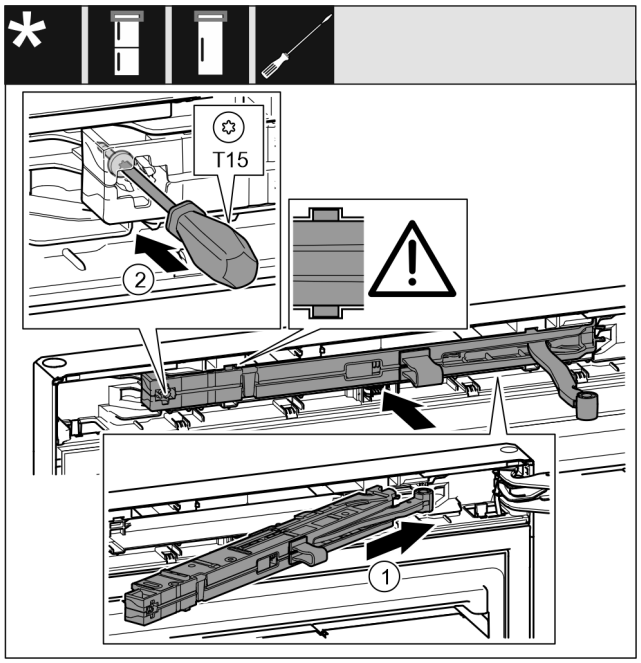

Fig. 24
▶ Pe partea suportului de lagăr împingeți înclinat unitatea amortizorului de închidere *Fig. 24 (1)* până la opritor în degajare.
▶ Înșurubați ferm șurubul *Fig. 24 (2)* cu o șurubelniță.